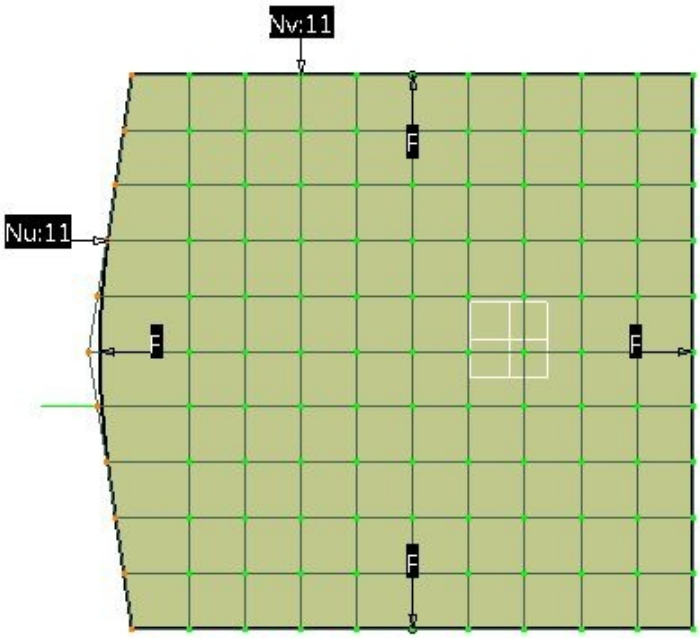

Figure 17-64 *The surface after dragging the center control point*
e. Deform the surface by using control points, refer to Figures 17-64 through 17-69.
1. Choose the **Points only** option from the **Filters** area of the **Control Points** dialog box to deform the surface using only points. Next, select the center control point and slightly drag it toward the left, as shown in Figure 17-64. Make sure that **Screen Plane** button is selected in the **Support** area.